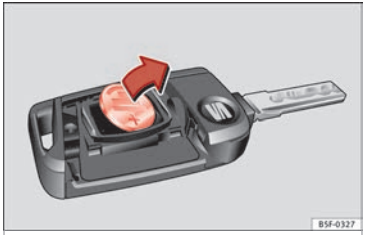

Fig. 121 Vehicle key: removing the battery.
- Extract the battery from the compartment using a suitable thin object ››› **Fig. 121**.
- Place the new battery in the compartment as shown ››› **Fig. 121**, pressing in the opposite direction to that shown by the arrow ››› ❗.